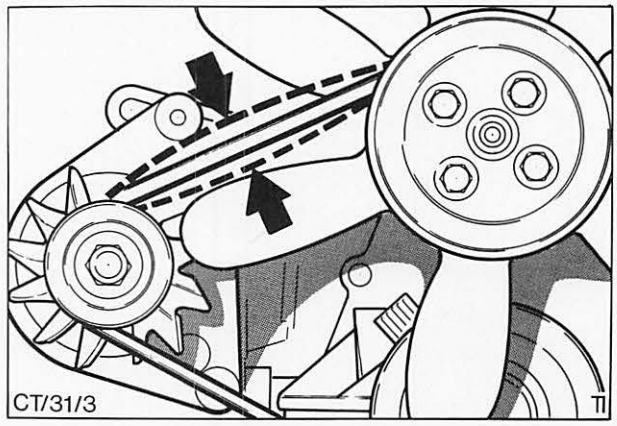

Abb. 41 Keilriemenspannung prüfen
8. Keilriemen montieren und so weit spannen, bis das Gesamtspiel in der Mitte der längsten Riemenspannweite 13 mm beträgt, Abb. 41.